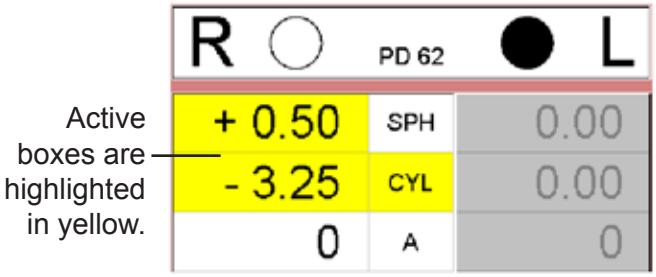

Figure IU-4, Active Boxes
2. The cylinder box will be highlighted, indicating it is selected. Refer to Figure IU-4.